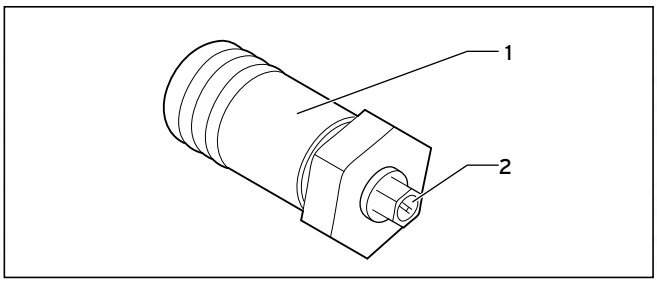

Fig. 6.1 Plug with vent opening for flat collectors
- Only for flat collectors: Venting via the vent opening (→ **Fig. 6.1**)